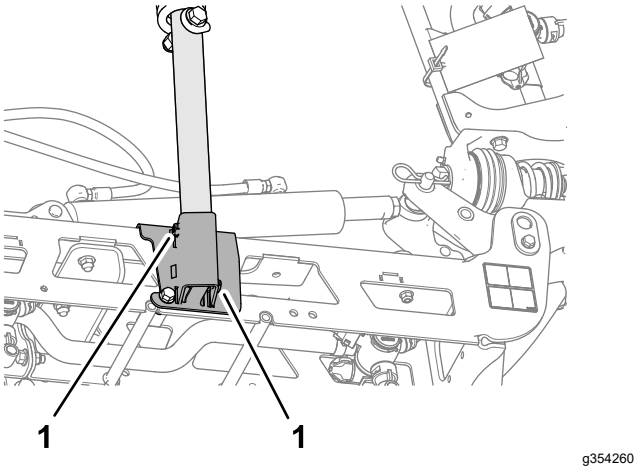

Figura 116
3. Desaperte os 2 parafusos de afinação que fixam o tubo da cavidade inferior (Figura 116).